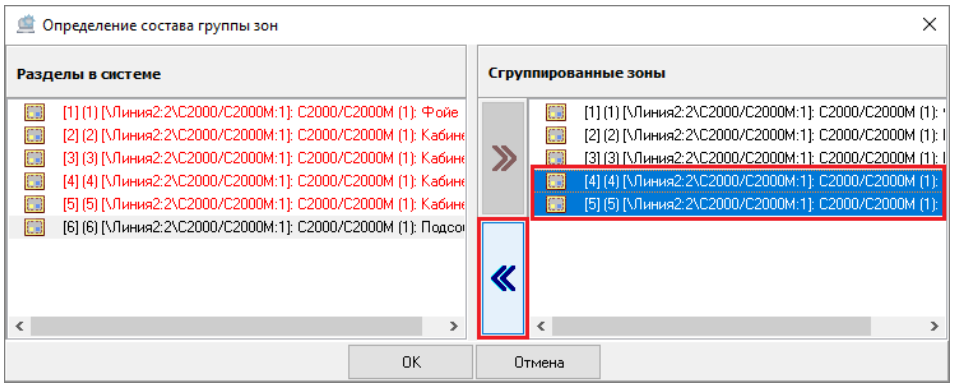

Рисунок 6-284 Отмена привязки аппаратной зоны к аппаратной группе зон
– выделите одну или несколько аппаратных зон в поле «Сгруппированные зоны» (для выделения сразу нескольких аппаратных зон нажмите и удерживайте клавиатуре клавишу <Shift> для выбора диапазона или клавишу <Ctrl> для комбинированного выбора) и нажмите кнопку переноса (см. Рисунок 6-284);